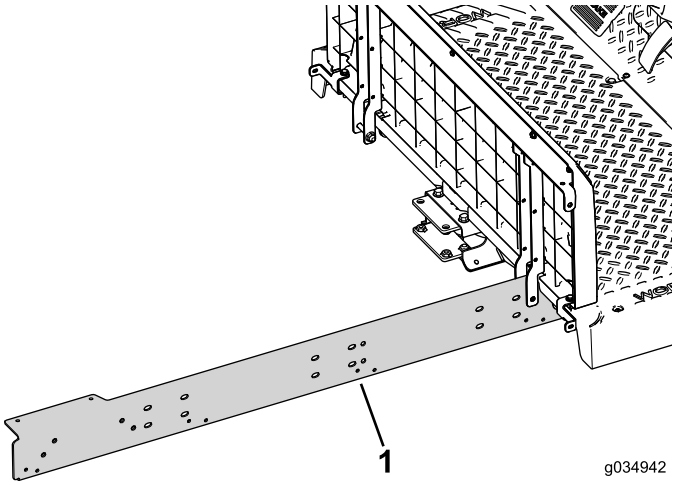

Figuur 22
2. Zet de verlengrail losjes op de rechterkant van de machine (Figuur 22).